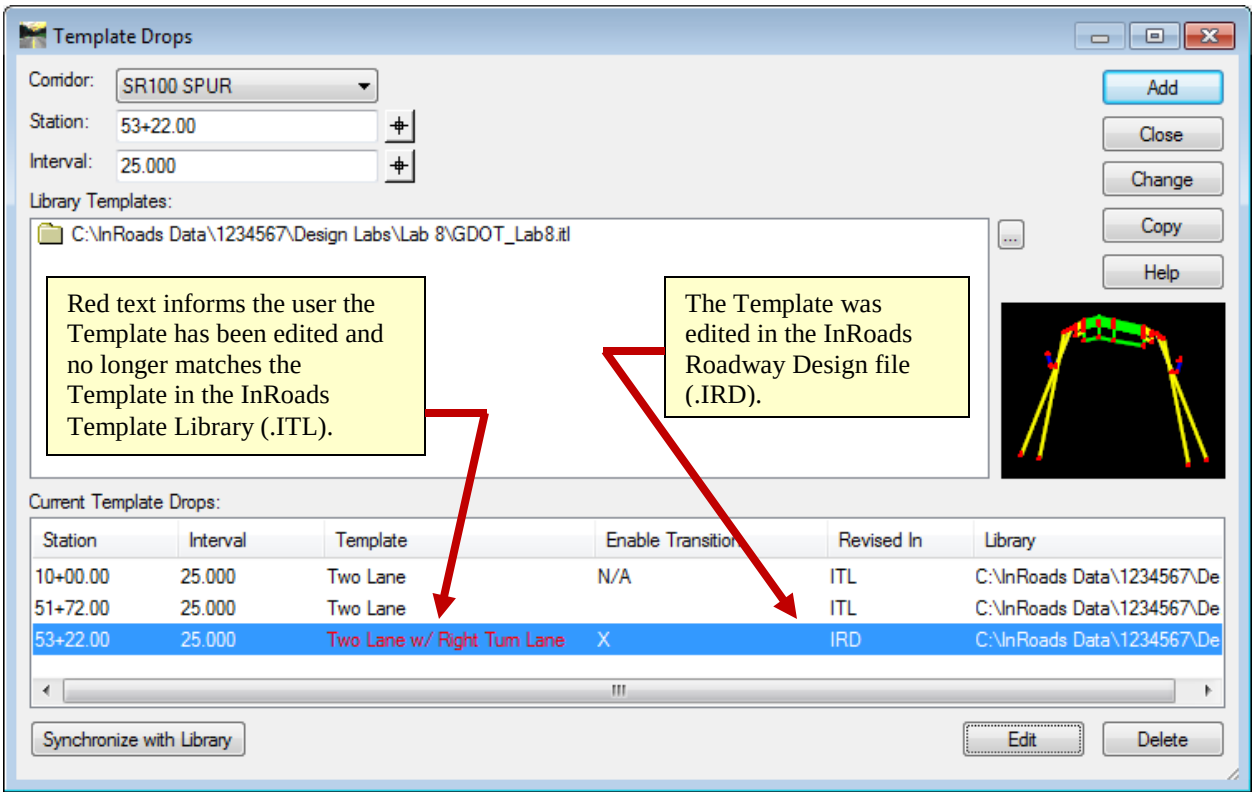

Figure L8-18 Template Drops
25.	**For Information Only:** Notice, in *Figure L8-18* above, that the Template ***Two Lane w/Right Turn Lane*** has turned from black to **red**. This indicates the Template has been edited and no longer matches the Template in the InRoads Template Library (.ITL). The **'Revised In'** column tells where the edit was made. In this case the change was made in the InRoads Roadway Design file (.IRD). Template changes made in the Roadway Design file (.IRD) cannot be saved back to the Template Library (.ITL) as a new Template. It is **highly recommended** that all necessary Template changes be made in the InRoads Template Library (.ITL) and that new Templates be created rather than editing the Roadway Design file (.IRD). The **Synchronize with Library** button is often utilized during cross section development to return edited Templates to the unedited state in the InRoads Template Library (.ITL) which in turn causes all edits made in the Roadway Design file (.IRD) to be lost. ***Additionally*:** **Red** Station text – Geometry has changed and stationing is invalid. **Red** template library (.ITL) – Template did not come from the active template library. **Red** template text – Template has been modified from that stored in the ITL. **Blue** template text – Template does not exist in the active template library. • This information and more is also available via the **Help** button. Click the **Help** button and take a moment to review the information available.